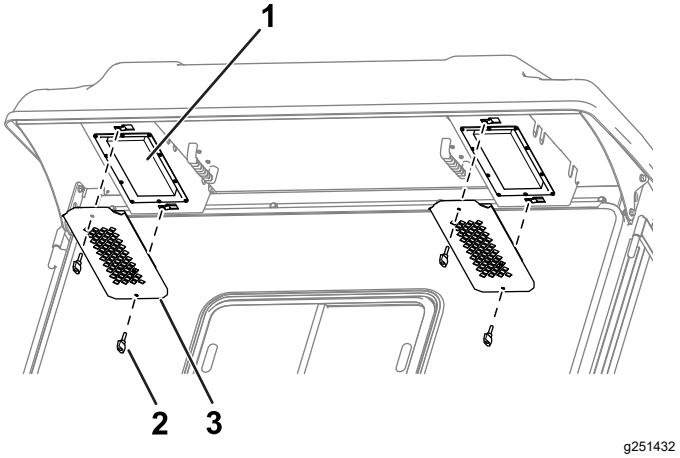

Figure 87
1. Enlevez les boutons et les grilles sur l'avancée arrière de la cabine (Figure 87).
4. Utilisez les boutons et les grilles pour installer les filtres dans la cabine (Figure 87).